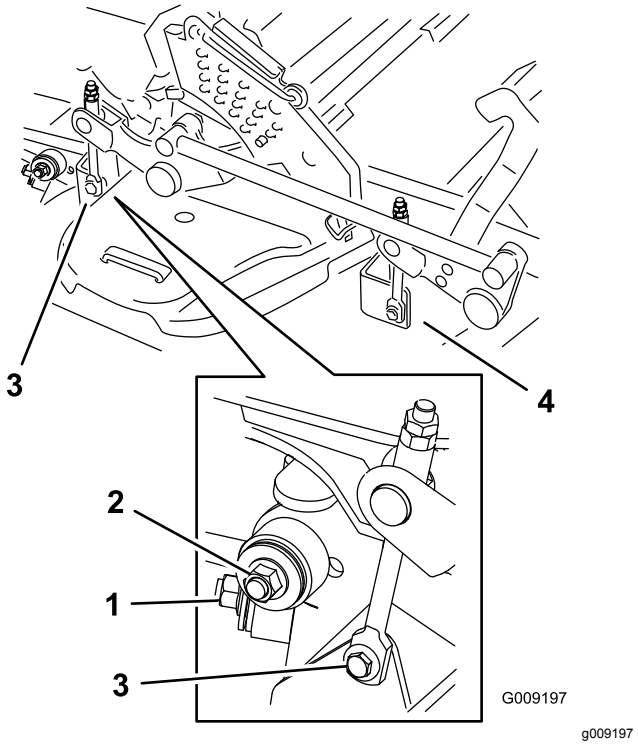

**Figur 107**
7. Ta bort och håll reda på beslagen på däckets båda sidor (Figur 107).